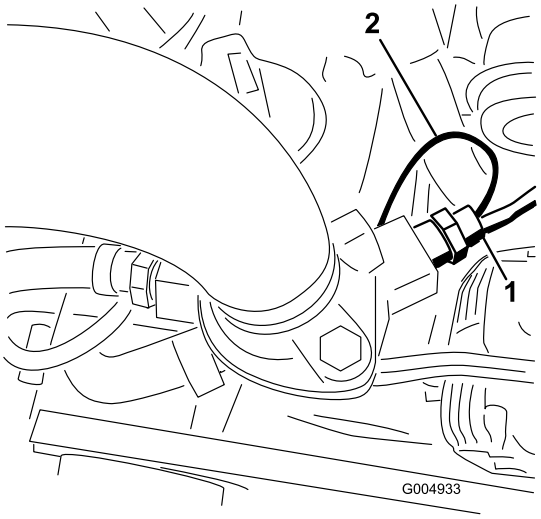

Figur 18
6. Monter den nye dobbeltkontakt på højre side af motorens termostathus (Figur 18).